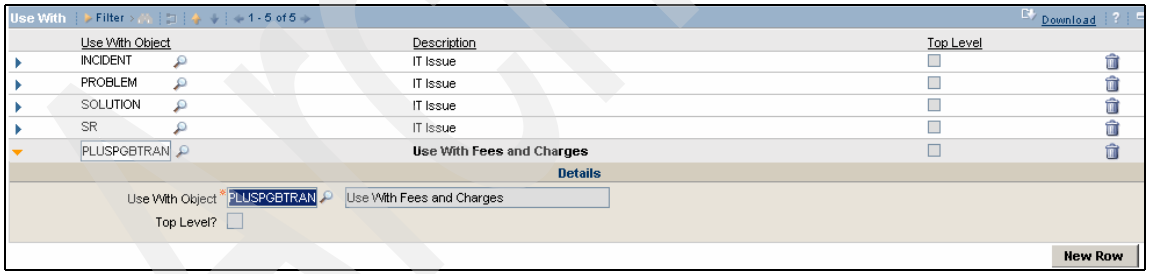

Figure 12-7 Use With PLUSPGBTRANS
5. In the Use With Object field, type PLUSPGBTRANS, as shown in Figure 12-7.